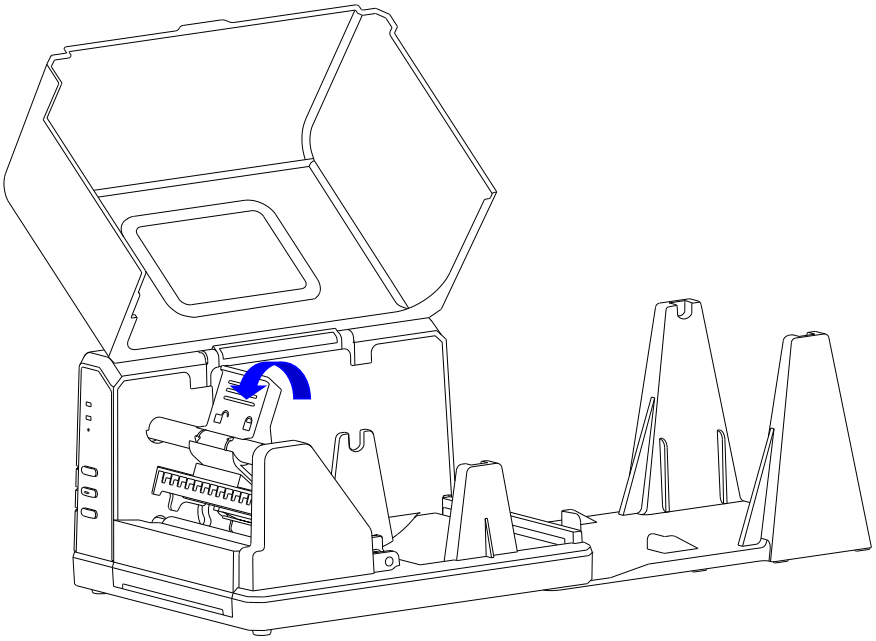

Figure 2-19 Lift the Handle
2. Lift the right cover of the printer and lift the Handle of the Printhead. See Figure 2-19.